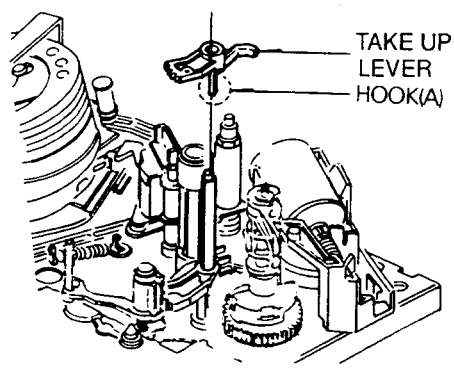

Fig. B-7. Take-Up Lever
7. Take Up Lever(Fig. B-7)
5) Remove the Take-Up Lever by pushing the hook(A) outward(Fig. B-7).